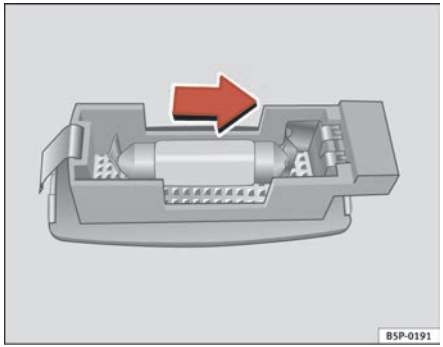

Fig. 198 Removing sunroof light
– Carefully remove the lamp, using the flat side of the screwdriver, as shown in the figure ⇒ fig. 198.
– Remove the bulb, moving it in the direction of the arrow and outwards ⇒ fig. 198. ■